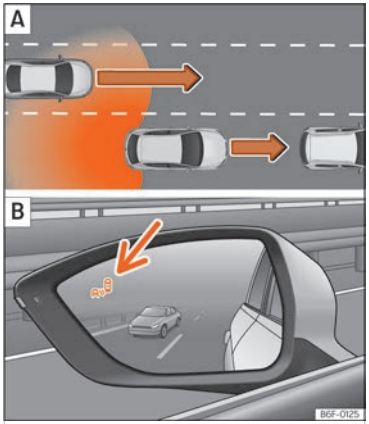

Fig. 117 Representación esquemática: A Adelantamiento con tráfico en la parte trasera. B Indicación del asistente de cambio de carril en el lado izquierdo.
En las siguientes situaciones se muestra una indicación en el testigo de control ››› fig. 117 B (flecha) o ››› fig. 118 B (flecha):
- Cuando se es adelantado por otro vehículo ››› fig. 117 A.